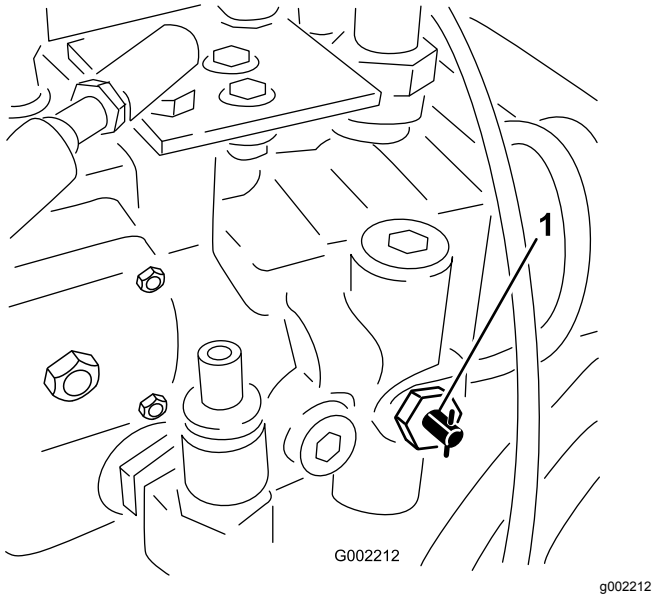

Figur 52
1. Drej trækventilen (Figur 52) 90° i den ene eller anden retning for at åbne den.